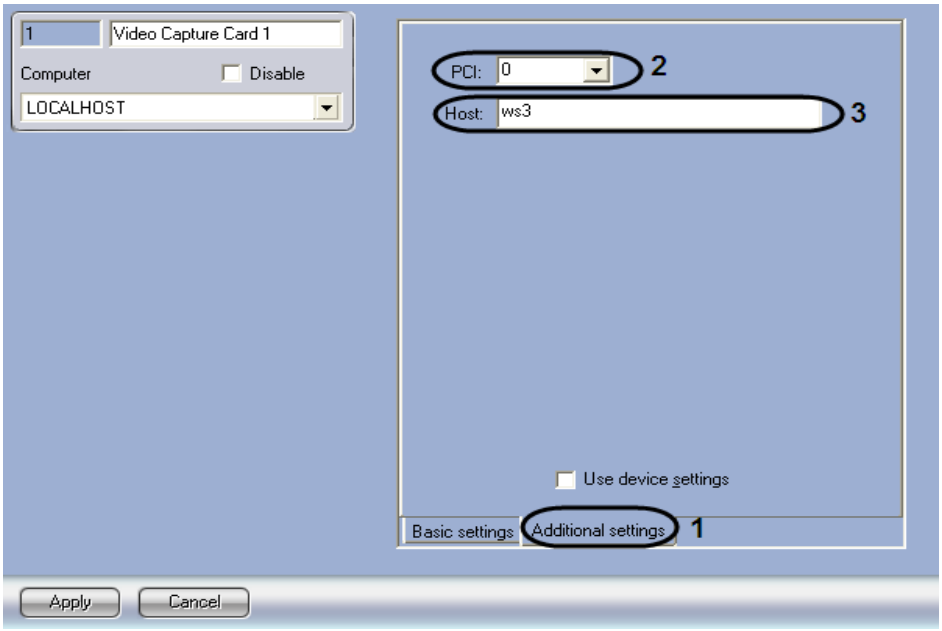

Figure 3.1—10 Setting panel of the Stretch video capture card. Additional settings tab
5.1. From the **PCI** list select number of a PCI channel (Figure 3.1—10, 2). Features of PCI channel distribution are given in *Creating and configuring the Video capture card object* section (see 5.2 step).